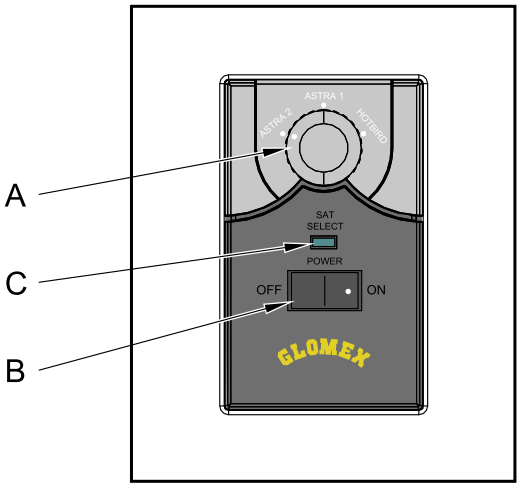

Fig. 23
4. Accendere l'unità di controllo (tasto B, **Fig. 23**, in posizione ON).